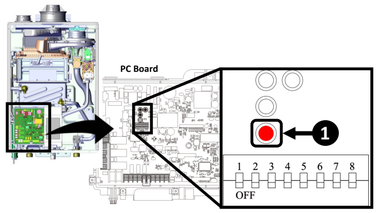

Fig 5. Red Button on PC Board
1. To access the parameter settings, press and hold the red button on the PC Board for five seconds (Fig 5).